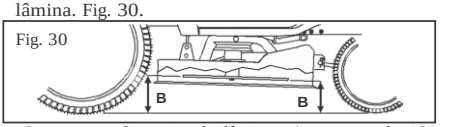

Fig. 30
AJUSTE DA DIANTEIRA PARA A TRASEIRA (Ver Figs. 30 & 31)
- Posicione a lâmina de modo que a ponta aponte diretamente à frente. Meça a distância (8) até o solo na ponta dianteira e traseira da lâmina. Fig. 30.